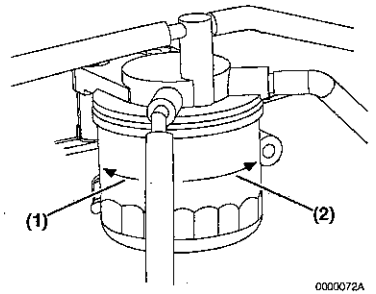

Figura 16
3. Rimuovere il filtro del carburante utilizzando una chiave per filtri per ruotarlo verso sinistra **(Figura 16, (1))**. Rimuovendo il filtro, reggerlo con attenzione per evitare spandimenti di carburante. Asciugare eventuali fuoriuscite.
5. Installare il nuovo filtro del carburante. Serrare a mano ruotandolo verso a destra **(Figura 16, (2))** finché non entra in contatto con la superficie di montaggio. Utilizzare una chiave per filtri e serrare a 14-17 ft-lb (19,6-23,5 N•m, 2,0-2,4 kgf/m) o un ulteriore giro, sempre utilizzando la chiave per filtri.